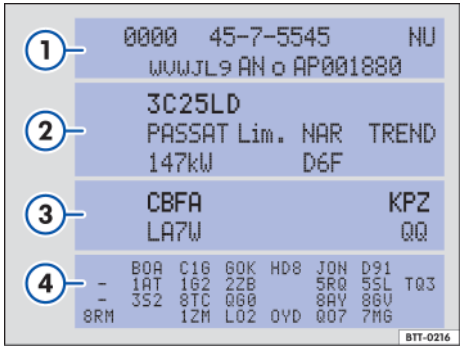

Fig. 194 Vehicle identification label: Shown in the example with engine identification code CBFA ③.
The vehicle identification label → fig. 194 is affixed to the area of the spare wheel well underneath the luggage compartment floor panel and contains the following information:
① Vehicle identification number (VIN)
② Vehicle type, engine output, and transmission
③ Engine and transmission identification codes, paint number, and interior type. In the example, the engine identification code is "CBFA" → fig. 194.
④ Optional equipment and part numbers ◁